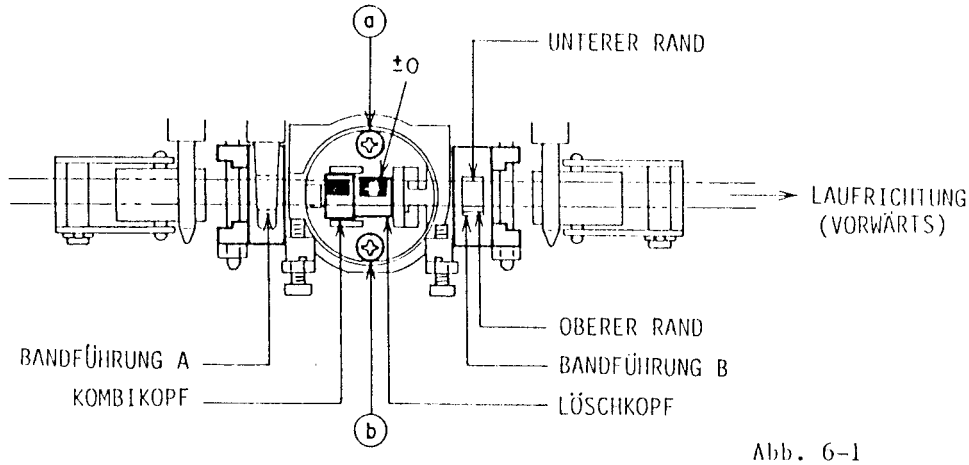

Abb. 6-1
6-1 BANDFÜHRUNGS-EINSTELLUNG (Siehe Abbildung 6-1 und 6-4)
5) Ein evtl. erforderlicher Kopfaustausch wird leicht gemacht, indem man nur die Schrauben (a) und (b) in Abbildung 6-1 löst.